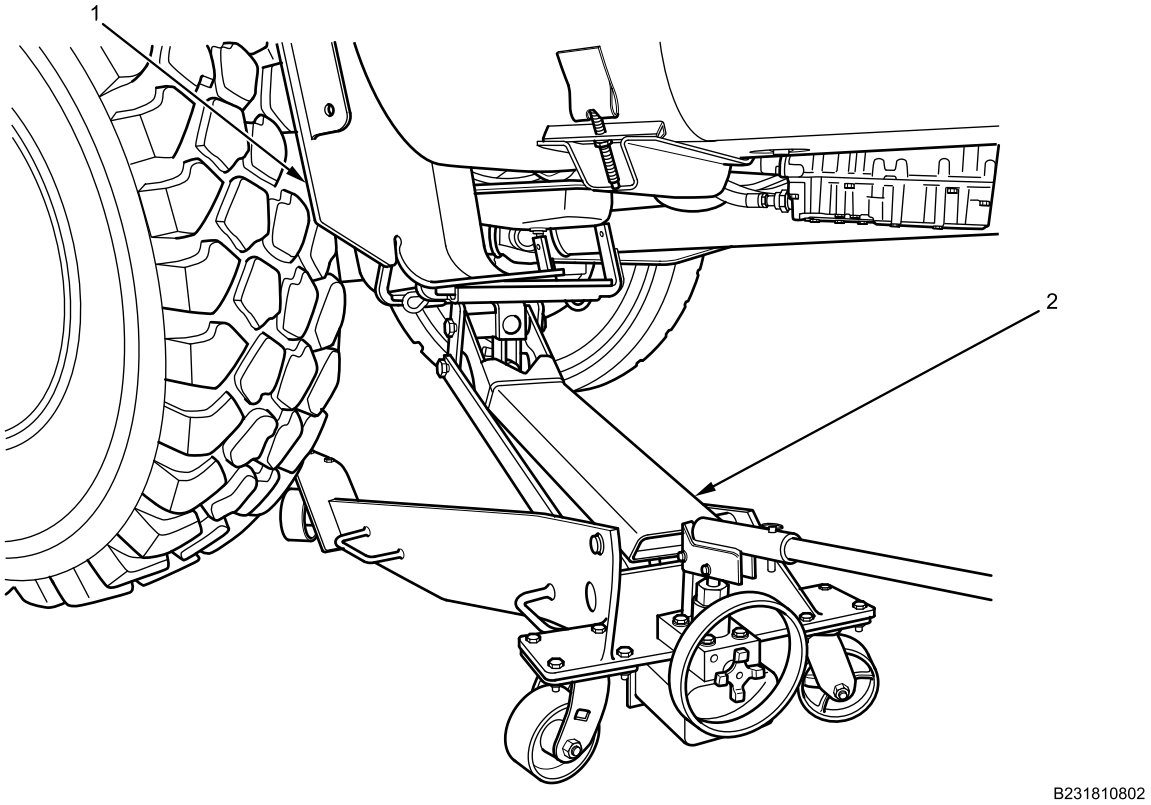

Figure 1. Lower Inner Wheel Deflector Armor Plate.
1. Support lower inner wheel deflector armor plate (Figure 1, Item 1) with transmission jack (Figure 1, Item 2).